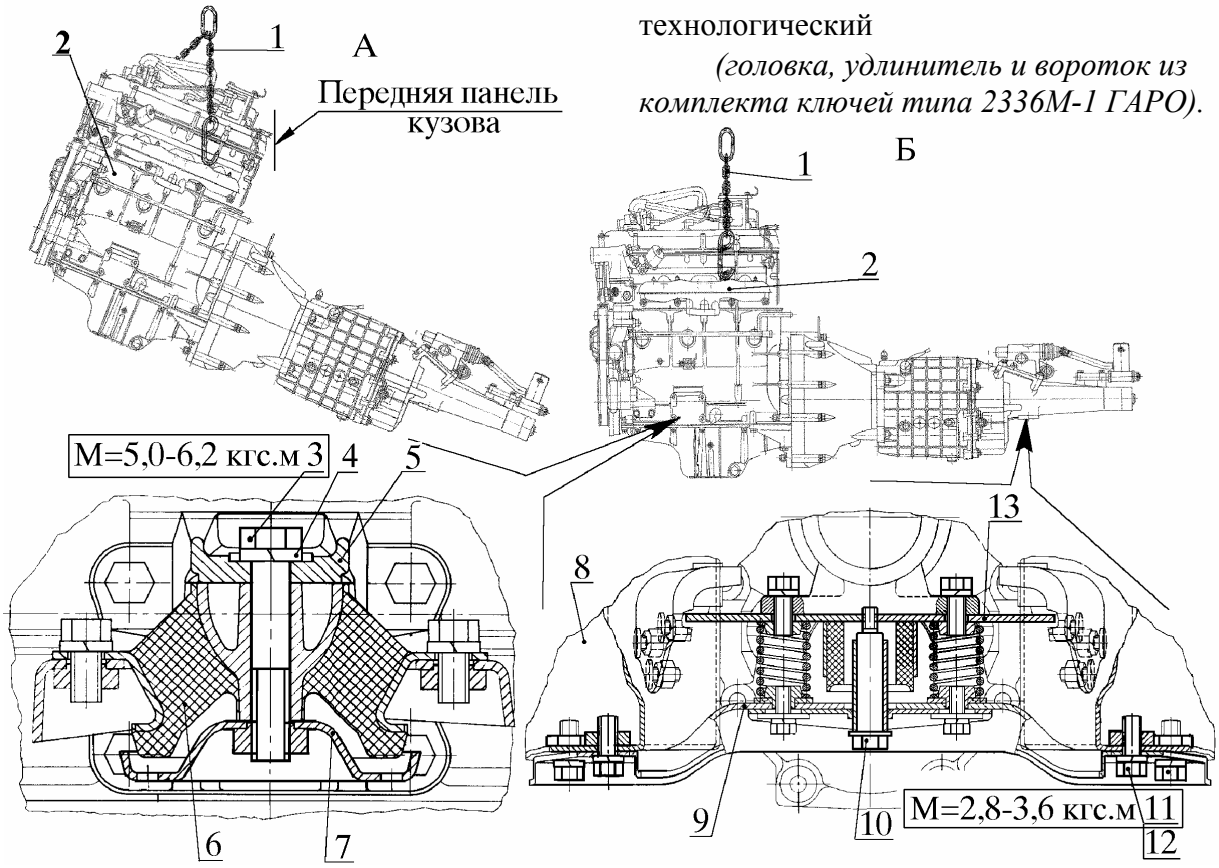

Рис. 29. Установка двигателя в сборе на автомобиль:
5.3.1. Застропить двигатель 2 (рис. 29) захватом 1 за два кронштейна подъема двигателя, натянуть трос тали